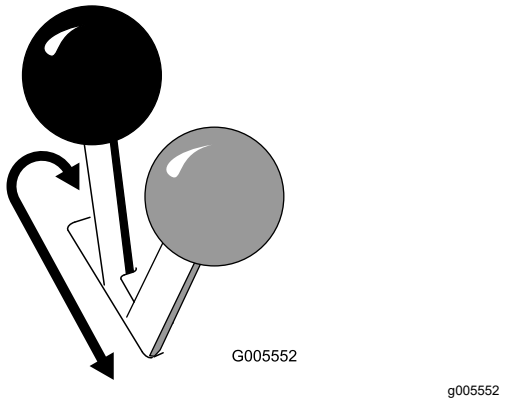

Figuur 13
- Om de parkeerrem in te stellen, duwt u de hendel naar voren en naar links en vervolgens trekt u deze naar achteren (Figuur 13).
- Om de rem vrij te zetten, duwt u de hendel naar voren en dan naar rechts in de inkeping (Figuur 13).